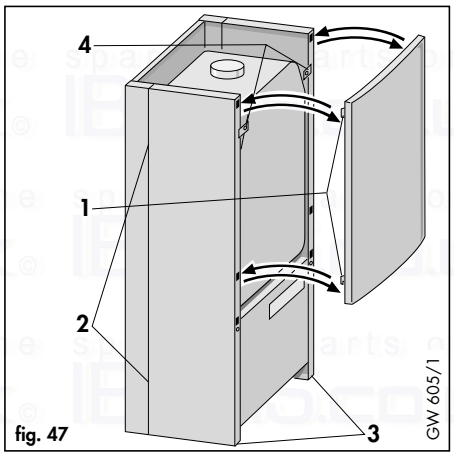
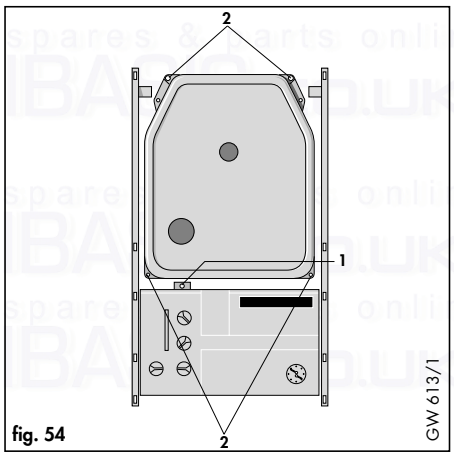

fig. 47
fig. 54
Slide the top panel up to release retaining clips (1, fig. 47). Lift off top panel.
Remove four screws (2, fig. 54) securing combustion chamber front cover
7.1.5 Removal of combustion chamber cover (fig. 54).
- Remove four screws (2) securing combustion chamber front cover
7.1.6 Lower front control panel (fig. 54)
- Undo screw (1) and lower control box forward from top.
- Remove the five screws (1 and 3, fig. 47) securing the heat exchanger and remove the panel by gently pulling down and forward.